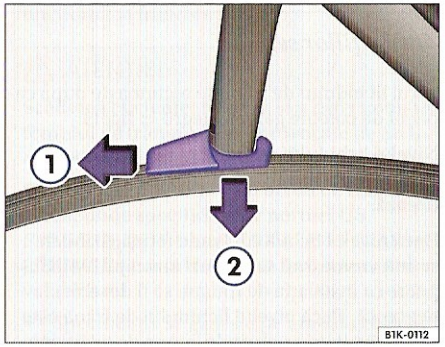

Fig. 18 Înlocuirea lamelei ștergătorului de lunetă.
– Desprindeți lamela în sensul indicat de săgeata ⇒ fig. 18 ①.
– Trageți lamela în sensul indicat de săgeata ②.
– Introduceți o lamă nouă, de **aceeași lungime și formă** în sens contrar săgeții ②.
– Blocați lama ștergătorului contrar sensului ①, până se blochează.